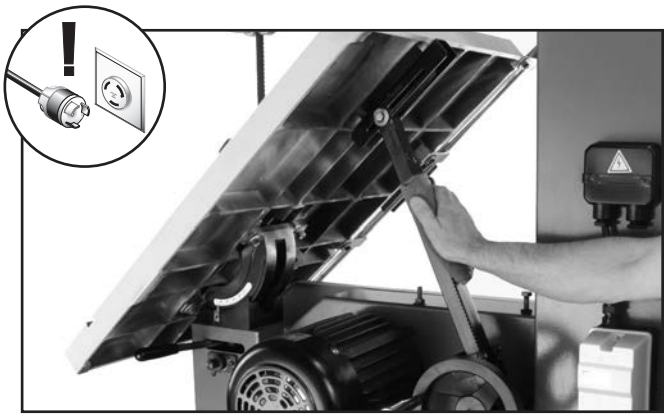

Figure 73. Example of lubricating table tilt rack and pinion assembly.
3. Move the table up to its maximum 45˚ angle and wipe (see **Figure 73**) off all existing grease and sawdust buildup from the rack.